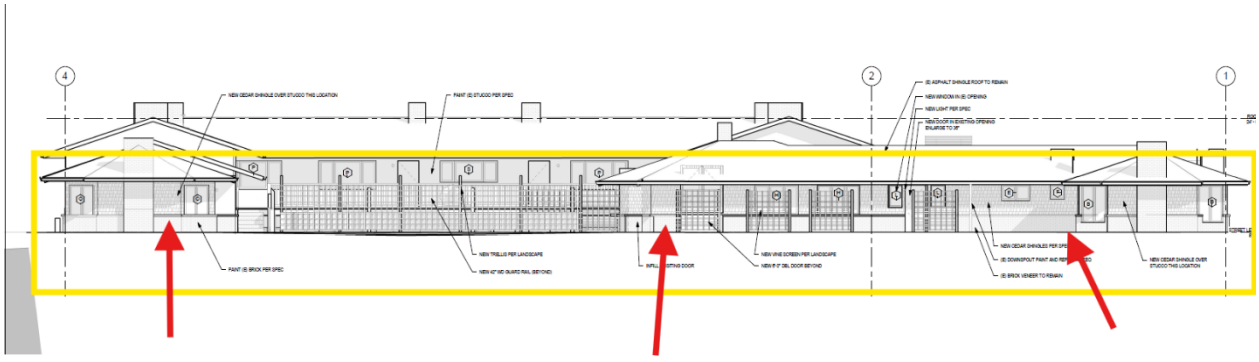

Figure 1
**Staff Analysis:** All proposed work to the Svendsgaard's Inn meets the requirements of the Carmel Municipal Code and meet the intent of the Commercial Design Guidelines. The project is for alterations to the exterior of the building that will maintain the character, while performing the desired renovations. The applicant is proposing to add cedar shingle siding to the east portion of the structure above the existing brick wainscot (see Figures 1 & 2 below). The applicant is proposing to paint the cedar shingles and brick wainscot a muted green. The chosen paint meets Commercial Design Guideline E1 and E2 that encourage paint to be solid, muted earth tones.